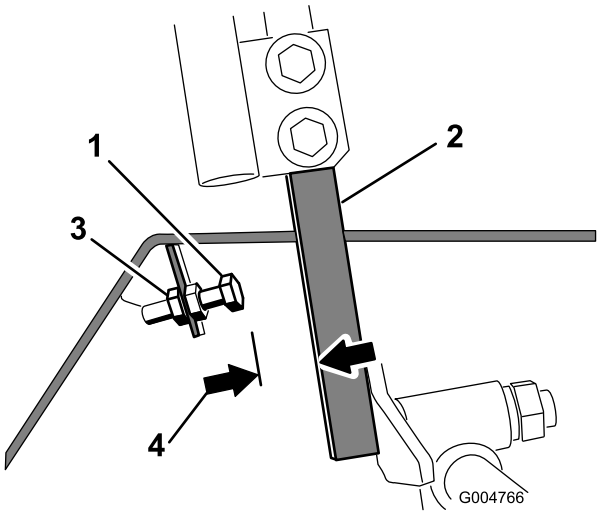

Figuur 60
4. Draai de contramoer op de aanslagbout voor een van de rijhendels los (Figuur 60).